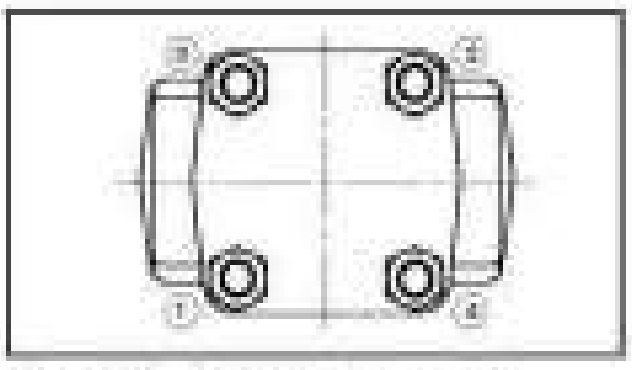

Figure 7.28 Bolt tightening sequence
3. With bolts hand-tight, follow the bolt tightening sequence shown in Figure 7.28. The sequence depends upon the number of bolts employed and the sketch shows only one possible tightening sequence. The bolts must be torqued to the recommended values shown in Table 7.3.